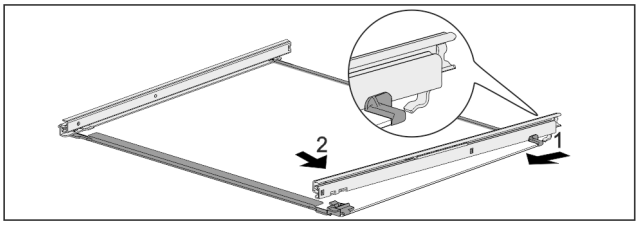

Fig. 166 Steklena plošča z vodili
▶ Vodilo obesite na kavelj na zadnji strani. *Fig. 166 (1)*
▶ Vodilo zaskočite na sprednji strani. *Fig. 166 (2)*